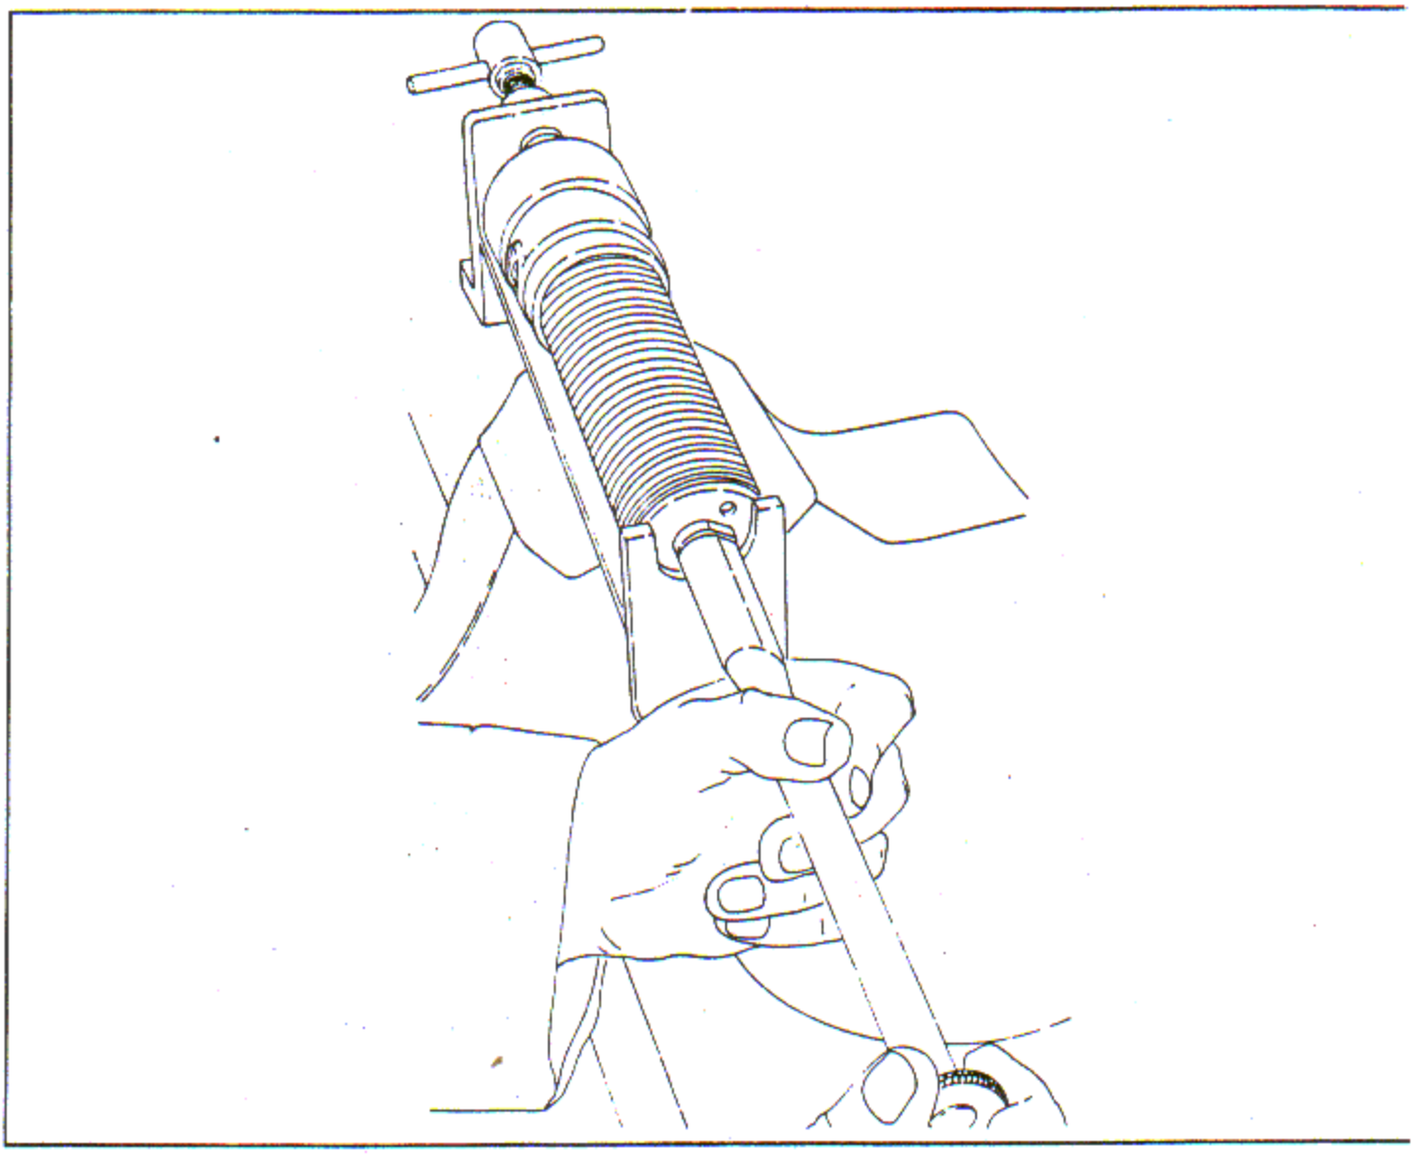

Figure 5-2. Screwing Fixture Screw and Sleeve into Strainer Core
c. Ensure that the fixture sleeve is located on the fixture screw. Install the fixture sleeve and screw finger tight in the end of the strainer core as shown in figure 5-2. Align the flat on the sleeve (7, figure 5-3) with the flat on the strainer core (6), and keeping the flats aligned, tighten the screw (8) hand tight. Remove the strainer from the fixture and slide the strainer elements onto the fixture screw.